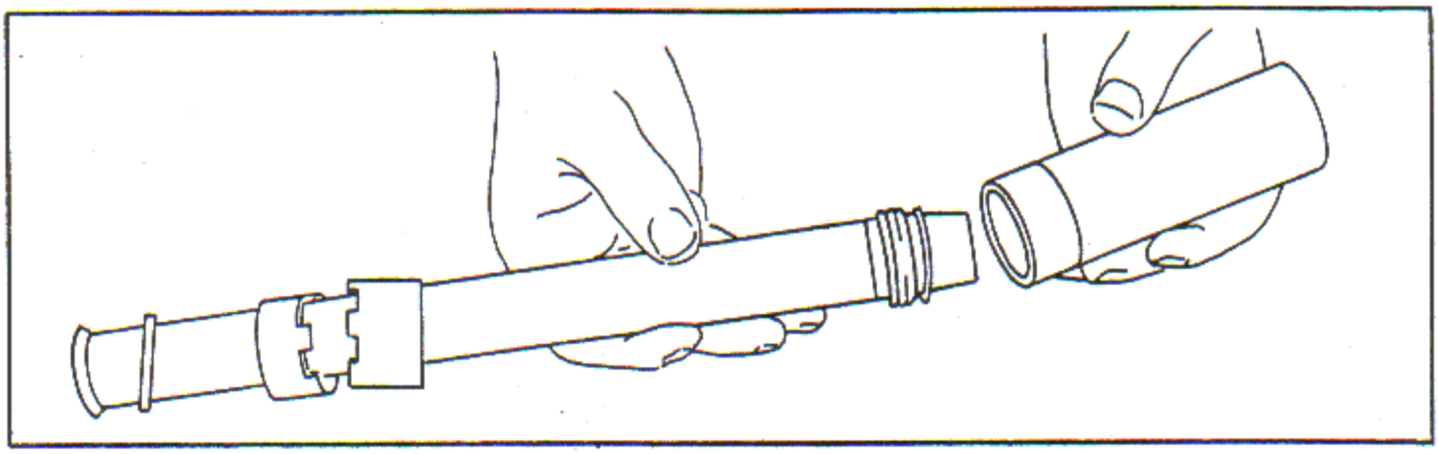

Figure 8-12. Push Rod Housing Inner Packing Ring and Washer Installing Tool
b. Coat the ID, OD and faces of the two asbestos rubber washers and packing ring with a light coat of MIL-G-6032A grease. Place an asbestos washer, the packing ring, and the other asbestos washer on pilot. Locate the inner connection nut over the push rod housing and insert pilot into the inner end of the housing until the shoulder butts the housing. Push the washers and packing ring on the housing, using sleeve as shown in figure 8-12. Slide the push rod housing adapter on the housing. Complete the assembly of the remaining push rod assemblies in the same manner.